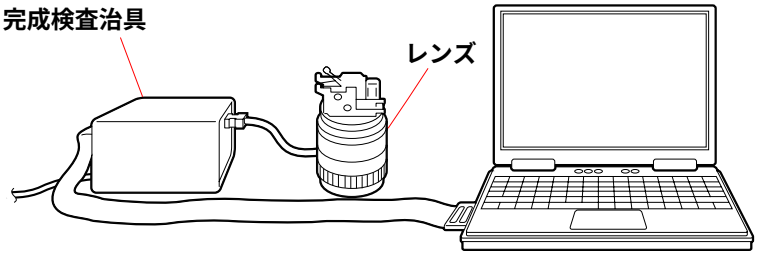

Fig.4-1-20
1. 使用機器および被検査レンズを Fig.4-1-20 のように接続する。